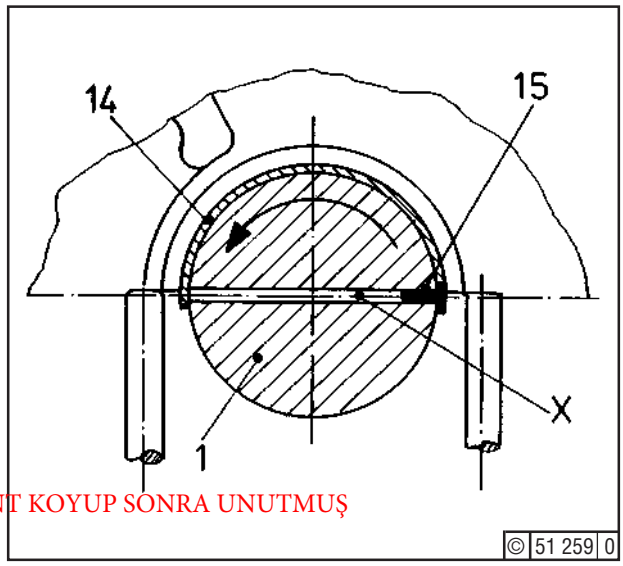

Fig. 5
NIf upper shell (14) cannot be pushed out by hand, insert driver pin (15) into oil passage 'X' of crankshaft (1) and carefully turn crankshaft in the arrowed direction (Fig. 5) until the flat of pin (15) contacts the joint of upper shell (14). Carefully turn farther until the upper shell can be removed by hand. Inspect upper shell for the lug marking (see job 02.08.01). Provide mark if missing. Remove pin (15).